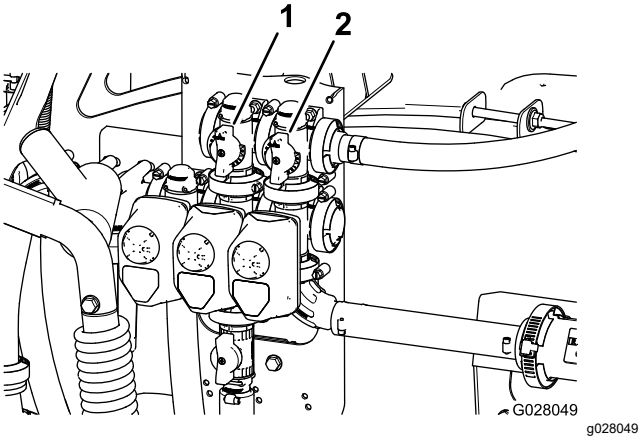

Figuur 24
11. Stel de mengomloopklep (Figuur 24) achteraan de mengklep in tot de drukmeter 6,9 bar aangeeft.
9. Stel de omloophendel van de spuitboomhoofdschakelaar af om te bepalen in welke mate de inhoud van de tank gemengd wordt (Figuur 24).